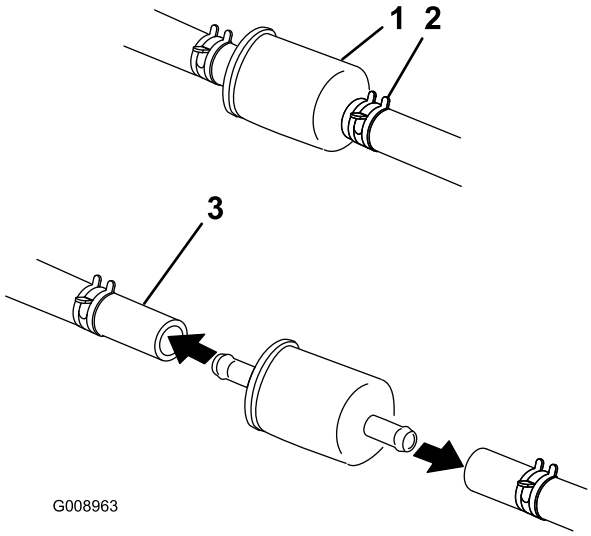

Figuur 52
6. Druk de uiteinden van de slangklemmen naar elkaar toe en schuif ze weg van het filter (Figuur 52).
8. Monteer een nieuw filter en schuif de slangklemmen terug tot dicht bij het filter (Figuur 52).